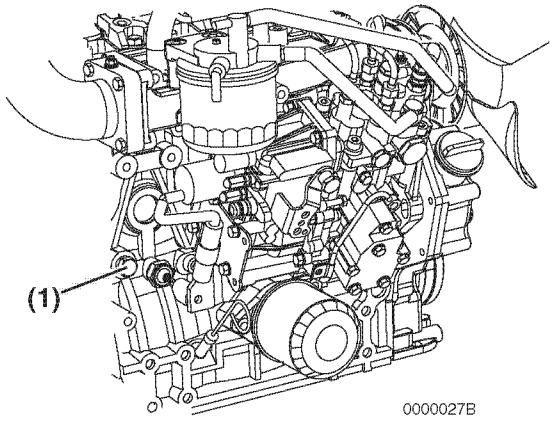

***Figure 20***
- On models not equipped with an oil cooler, remove the coolant drain plug **(Figure 20, (1))** from the engine block.